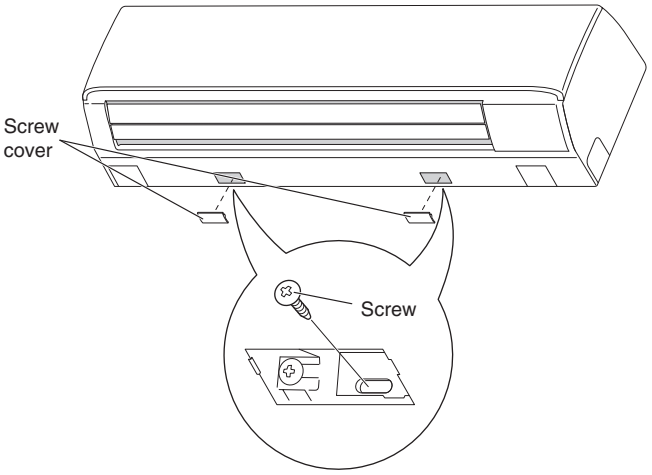

Fig. 3-34
(1) Remove the screw cover on the bottom surface. (Fig. 3-34)
(2) Fasten the frame to the rear panel using the 2 supplied tapping screws 4 × 10 mm. (Fig. 3-34)